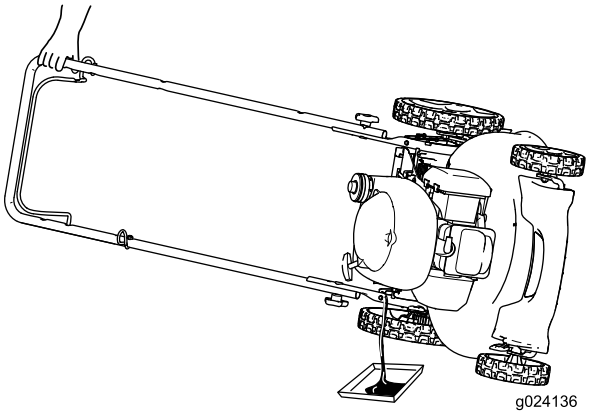

Figura 18
3. Coloque la máquina de lado con la varilla de aceite hacia abajo para drenar el aceite usado a través del tubo de llenado de aceite (Figura 18).